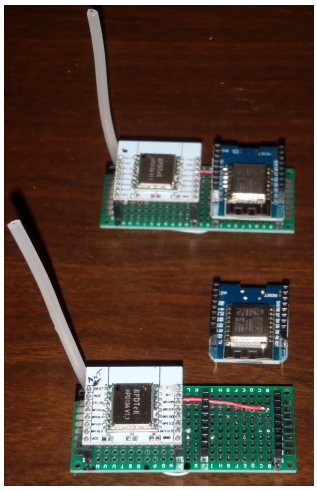
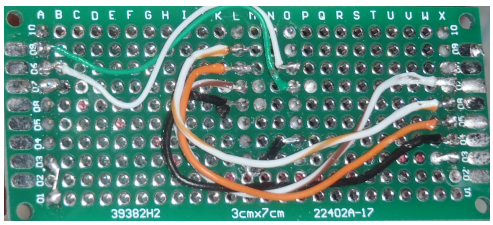

Figure 4: Top view of the two LoRa-ESP8266 interface boards made on simple perfboard.
Figure 5: Back side of new LoRa-ESP8266 interface boards made on simple perfboard.
- With the testing out of the way, two side by side mounts for the ESP8266 based Wemos Minis and the LoRa modules were done up, as shown below in Figure 4 and Figure 5.